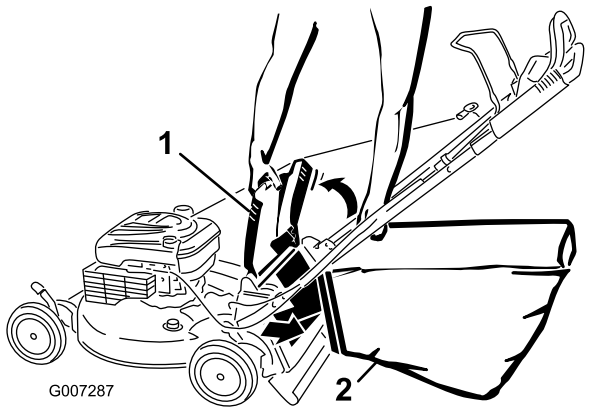

Figuur 21
4. Hang de bovenrand van de voorzijde van de vanger aan de inkepingen (Figuur 21).